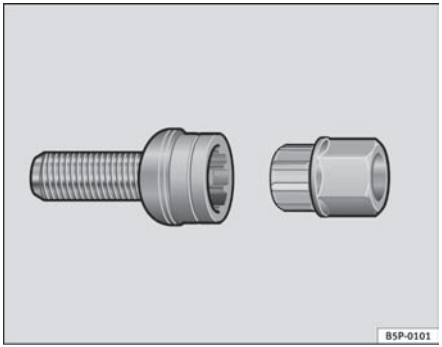

Fig. 176 Anti-theft wheel bolt
– Insert the adapter onto the wheel bolt and push it on as far as it will go ⇒ page 239, fig. 176.